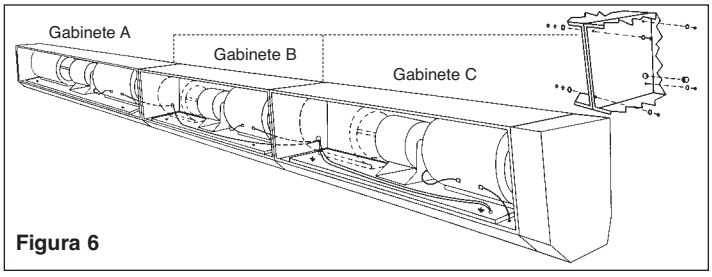

Figura 6
Para unidades de 3 gabinetes: 108", 120", 132" y 144". Véase la Figura 6
1. Determine la ubicación de montaje del gabinete central (Véase la Figura 6).
8. Instale el conjunto (A) de motor/ventiladores en el Gabinete A. Pase la manguera del interruptor de presión a través del orificio apropiado en la base de ventiladores. Sujete la manguera al ventilador derecho. Asegure las dos tuercas de orejas sobre la base de ventiladores. Reconecte el conjunto de enchufe del cable eléctrico del motor (A).
9. Instale el conjunto (B) de motor/ventiladores en el Gabinete B. Pase la manguera del interruptor de presión a través del orificio apropiado en la base de ventiladores. Sujete la manguera al ventilador derecho. Asegure las dos tuercas de orejas sobre la base de ventiladores. Reconecte el conjunto de enchufe del cable eléctrico del motor (B).
10. Instale el conjunto (C) de motor/ventiladores en el Gabinete C. Pase la manguera del interruptor de presión a través del orificio apropiado en la base de ventiladores. Sujete la manguera al ventilador derecho. Asegure las dos tuercas de orejas sobre la base de ventiladores. Reconecte el conjunto de enchufe del cable eléctrico del motor (C).